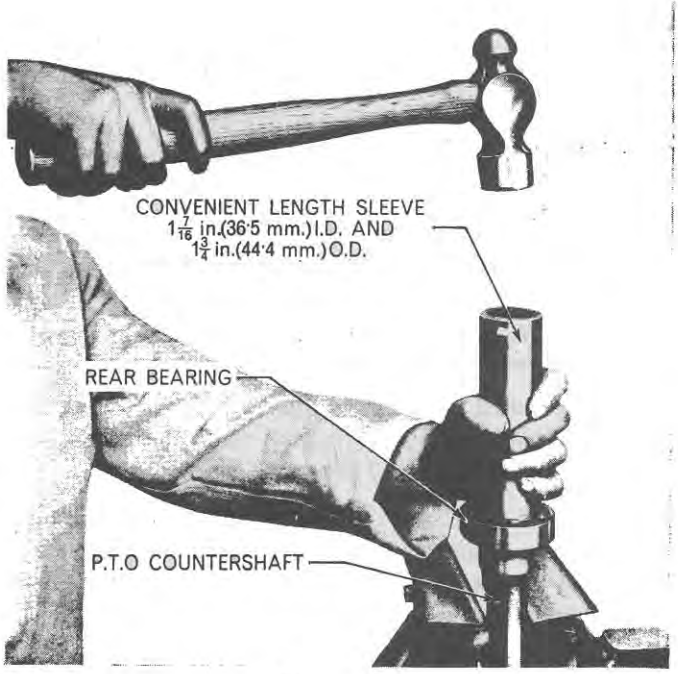

Figure 19
3. Drive a new rear bearing onto the P.T.O. countershaft using a convenient length sleeve $1\frac{7}{16}$ in (36·5 mm) I.D. and $1\frac{3}{4}$ in (44·4 mm) O.D. and a hammer, Figure 19.